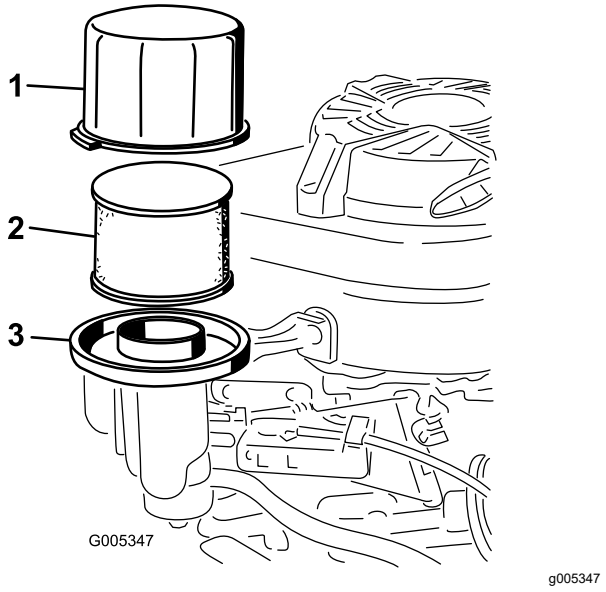

**Rysunek 23**
2. Usuń pokrywę i dokładnie ją oczyść (Rysunek 23).
3. Wyjmij z podstawy filtra powietrza piankowy filtr wstępny i filtr papierowy powietrza (Rysunek 23).